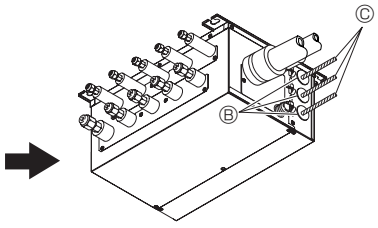

Fig. 9-2
3. Passer les câbles dans le boîtier de dérivation. (Fig. 9-2)